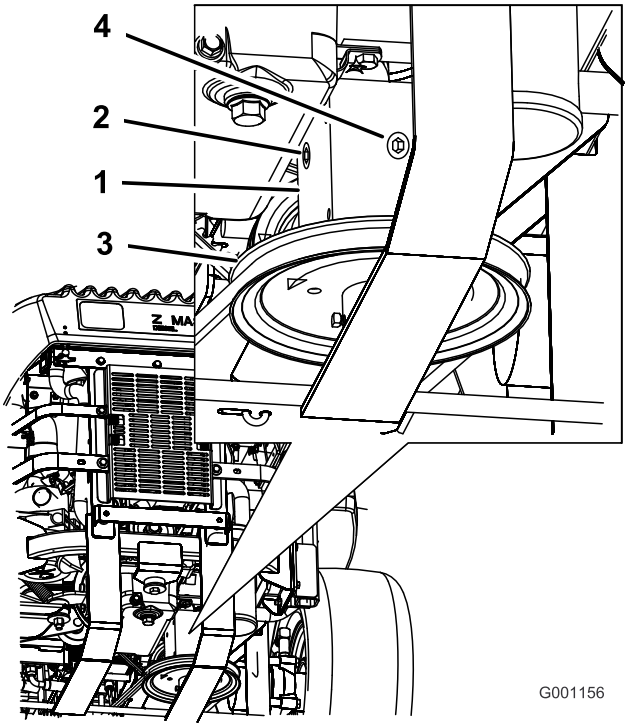

Rysunek 60
4. Odkręć boczny lub tylny korek skrzyni biegów (Rysunek 60).